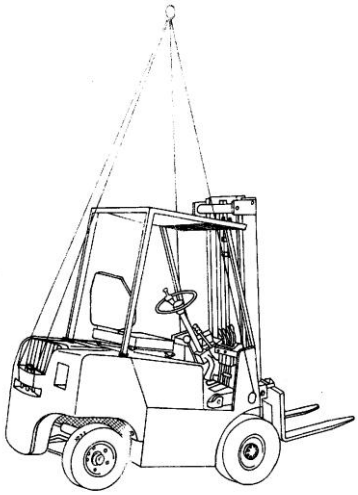

Рис. 35
3. Подвесьте погрузчик в предписанном положении (рис. 35).